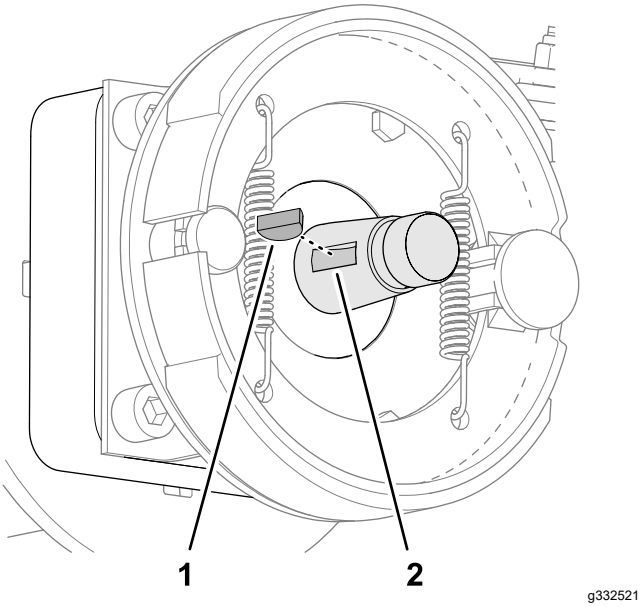

**Figuur 72**
2. Plaats de schijfspie in de gleuf van de wielmotoras (Figuur 72).